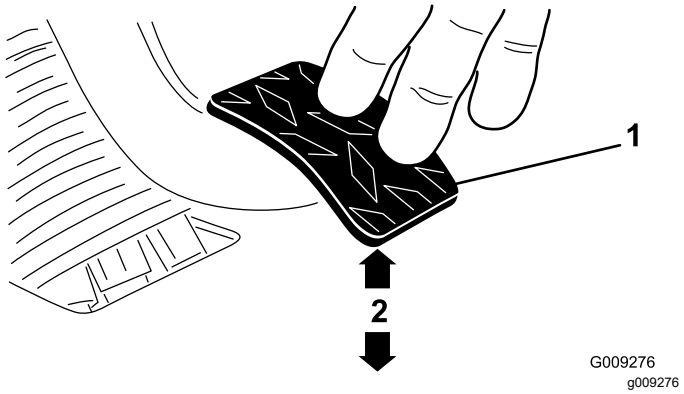

Figura 64
3. Ajuste as porcas ou as juntas até que a extremidade traseira do pedal de embraiagem esteja a 9,2 a 9,8 cm da parte superior da chapa do piso, aplicando uma força de 1,8 kg no pedal (Figura 64).